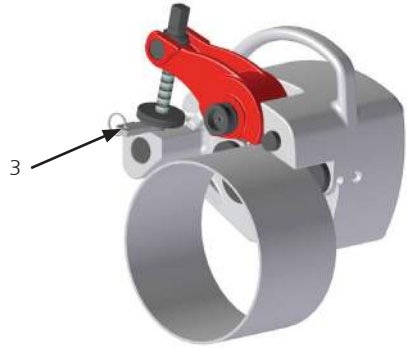

Figure 3
- Dès que vous avez manuellement serré la vis de guidage et que la machine est bien en place sur le tube, positionnez la jauge de profondeur (cf figure 3, n.3) entre la machine et l'écrou de réglage.